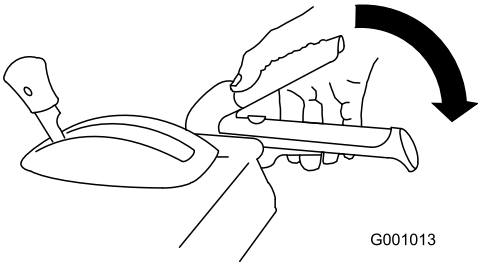

Figur 37
1. For at indkoble snegle-/rotordrevet skal du klemme snegle-/rotorgrebet til højre for håndtaget (Figur 37).